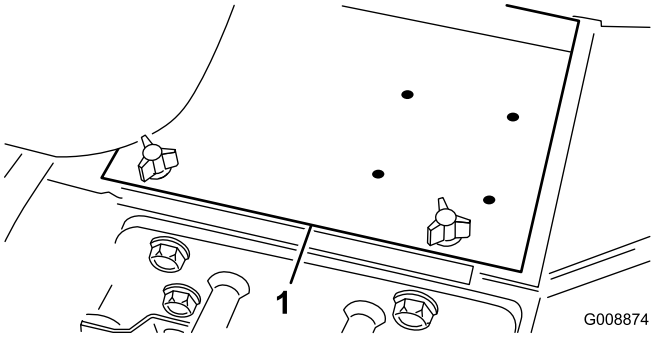

Figuur 3
2. Verwijder het accudeksel (Figuur 3).